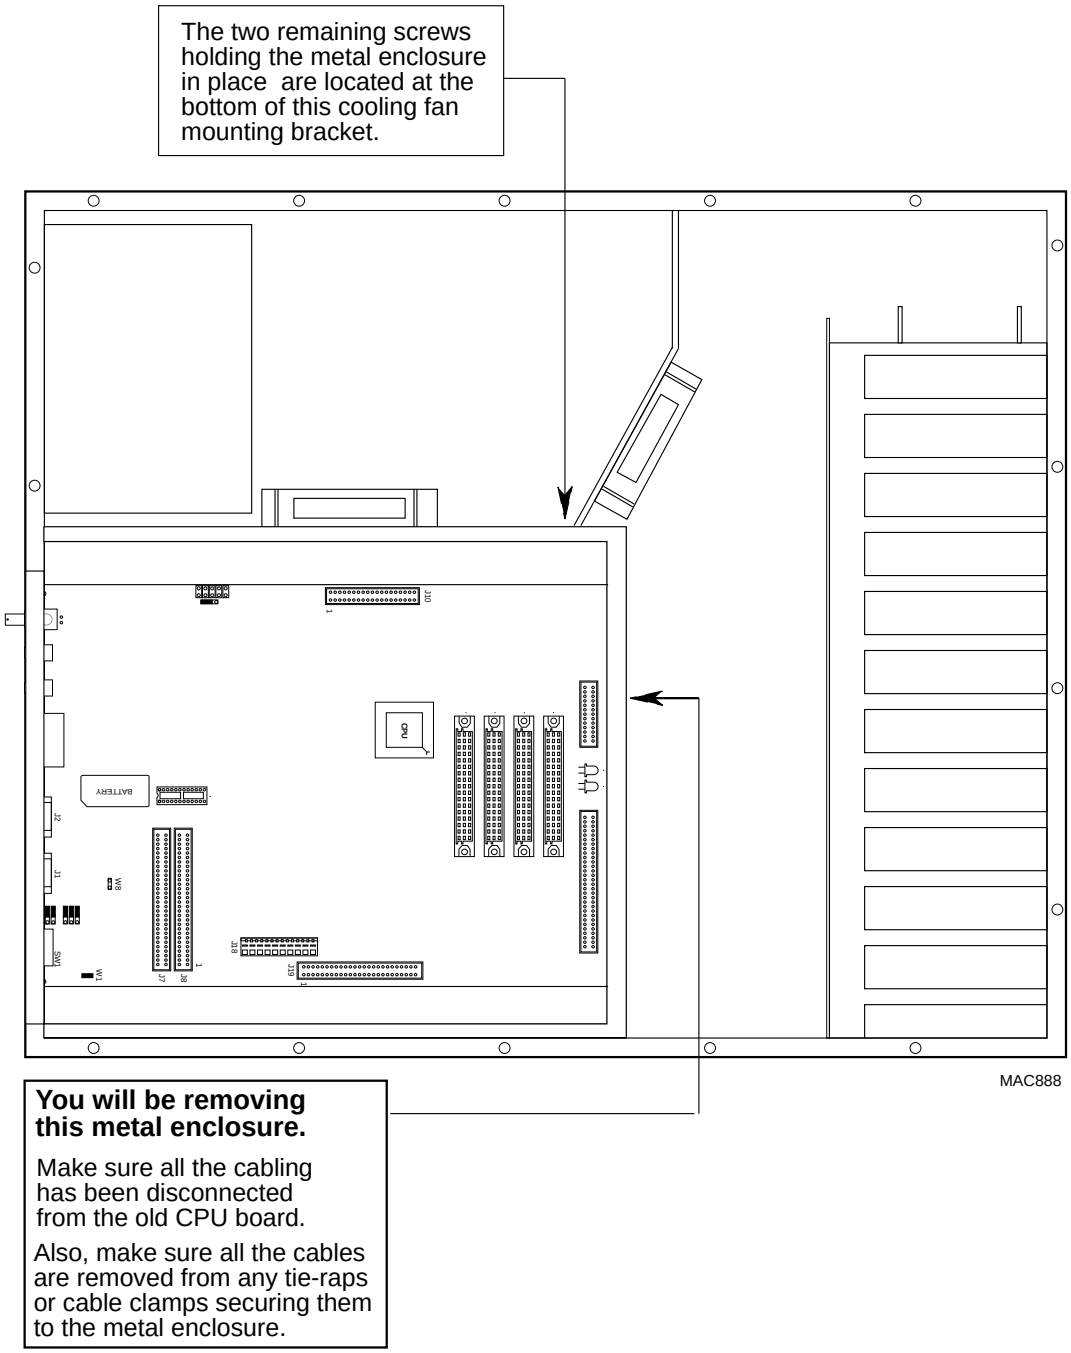

Figure D-3. Removing the Enclosure
5. The entire metal enclosure that holds your CPU and AM-528 boards must be removed. See Figure D-3. To accomplish this:
6. The metal enclosure that contains your old CPU board is held in place with seven phillips head screws. Five of these screws you have already removed from the computer's rear panel. The two remaining screws are shown in Figure D-3. Once the two screws are removed, the enclosure can be removed from the chassis.